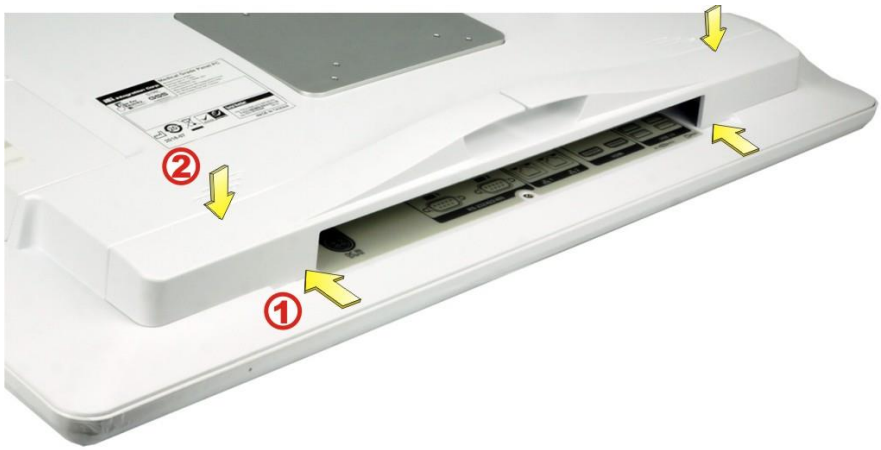

Figure 3-11: Cable Cover Installation
Step 1: Align the two tabs on cable cover with the slots on the bottom panel of the POCm-W22/24C-RPL (**Figure 3-11**). Then, insert the tabs into the slots.
Step 2: Push the cable cover down to clip the cover into place (**Figure 3-11**).